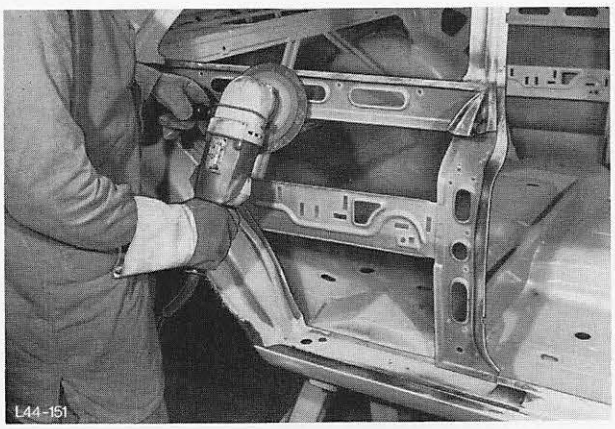

Abb. 163 Punktflansche putzen
17. Punktflansche putzen und richten, Abb. 163.